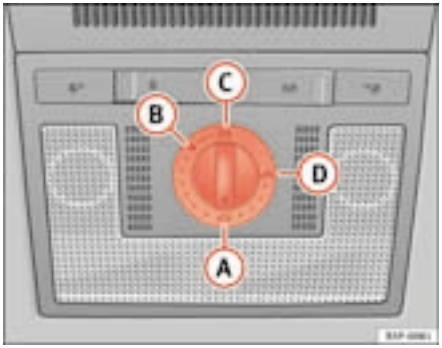

Fig. 69 Roof interior lining: closing the sliding/tilting sunroof
– Turn the rotary button to position (A) ⇒ page 109, fig. 69 ⇒ ⚠.